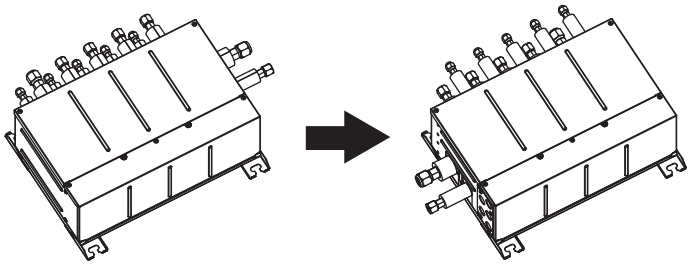

Fig. 4-4
4.1. Il est possible de modifier la direction des tuyaux (Fig. 4-4)
① Retirer les vis de chaque pièce.